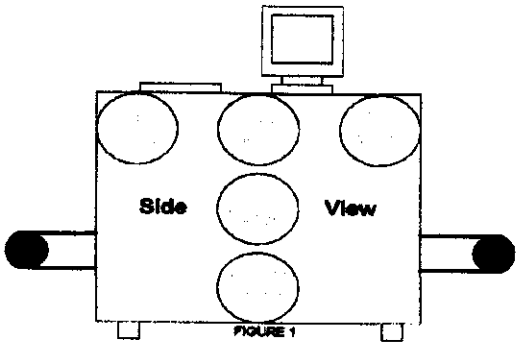

FIGURE 1
2. While holding the meter 5 centimeters (about 2 inches) from the surface, take readings in the area of the circles shown (Figure 1 above) on **BOTH** sides (Left and Right) of the X-ray machine (total of **10** readings):